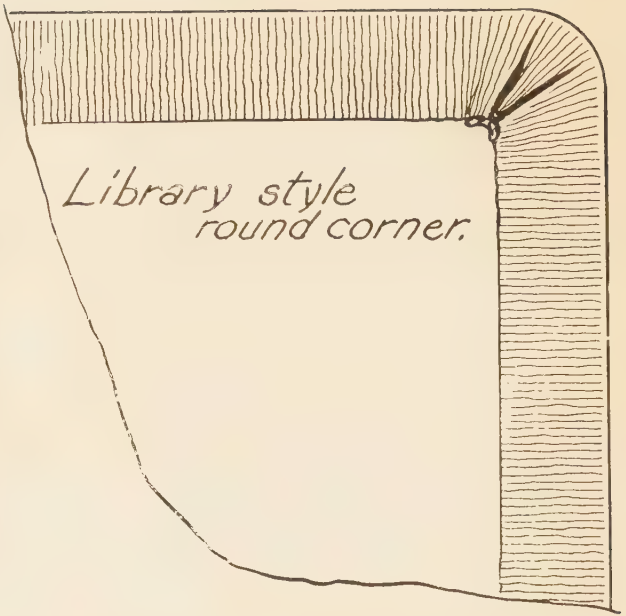

Fig. 92—Library Style of Round Corner—Note Laps instead of "Picked-in" Corner
13. Next try a library style round corner, cutting your material in same way but having only three "laps" in corner. (See Fig. 92, Page 207.)